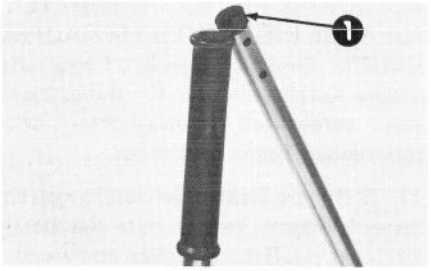

Abbildung 1
2. Gummitülle vom Inneren des oberen Griffholms entfernen und wegwerfen (Abb. 1).